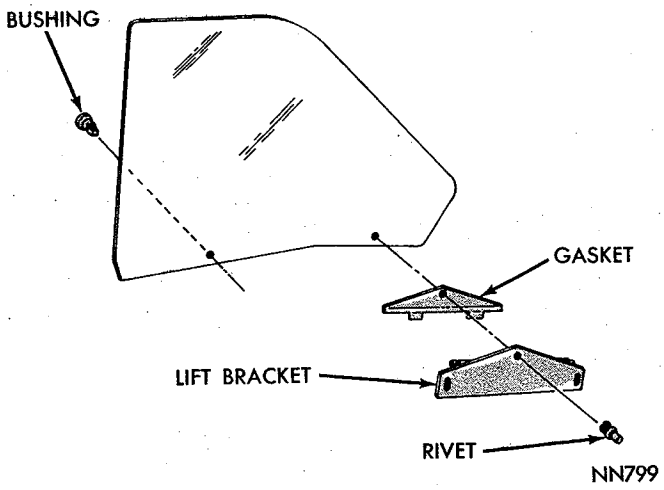

*Fig. 144—Glass Lift Bracket*
(3) Remove quarter window from panel.
(4) Remove lift bracket assembly from glass and front bushing from glass (Fig. 144).